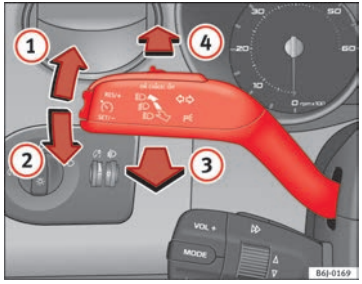

Fig. 60 Turn signal and main beam headlight lever
– Move the lever all the way up ⇒ Fig. 60 (1) to indicate **right**, and all the way down (2) to indicate **left**. ▶
– Press the lever forward ⇒ Fig. 60 (4) to switch on the main beams.